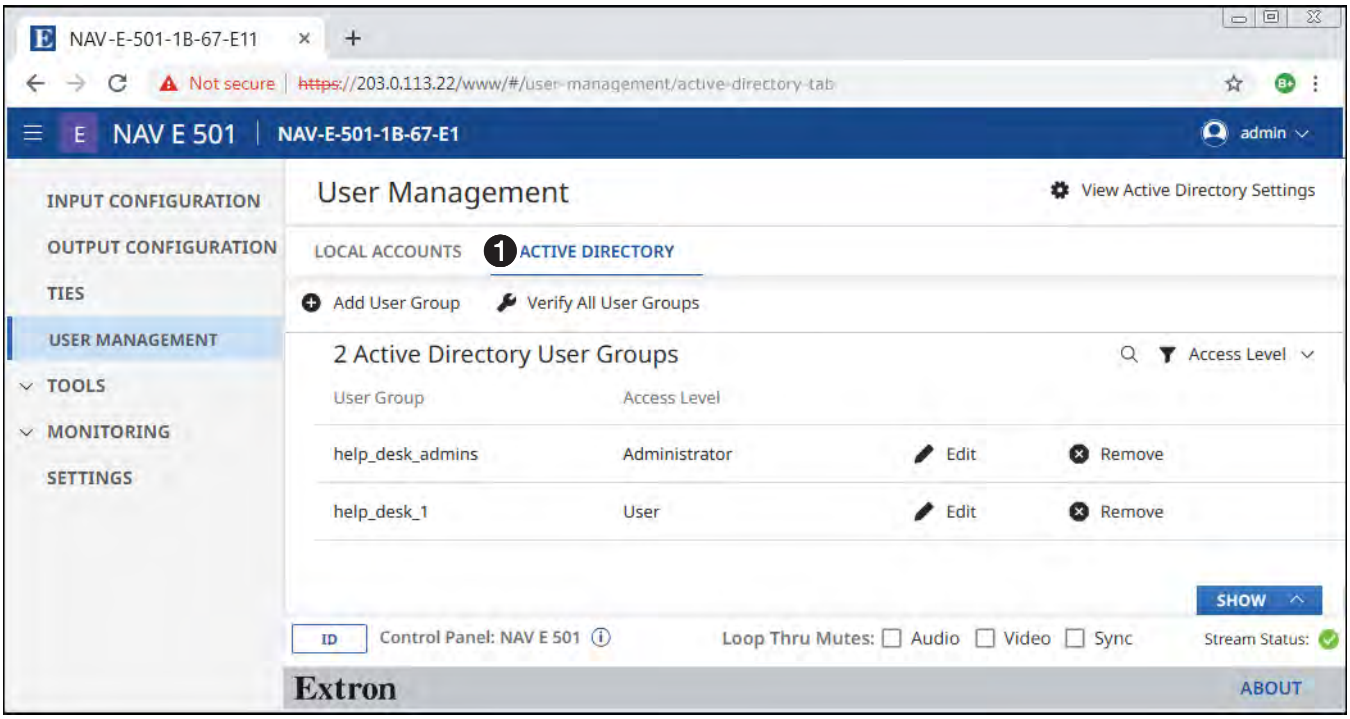

Figure 30. User Management Page, ACTIVE DIRECTORY Selected
The ACTIVE DIRECTORY tab on the User Management page (see figure 30, ❶) opens a pane that allows you to add and manage user groups. IT professionals at your organization can assign personnel to the group or groups that have permissions appropriate to duties of the personnel in the organization (see **Connecting to an Active Directory server** and **Adding user groups**).